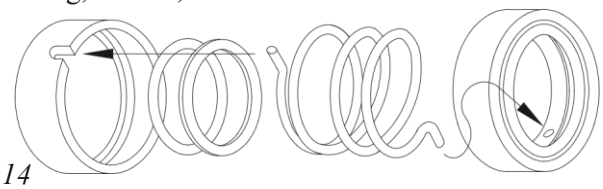

Figura 14
k) Em seguida, instale uma das extremidades da mola no selo rotativo, certificando-se de que a aba da mola esteja encaixada na fenda do selo rotativo. (*Observação:* para tamanhos de carcaça 254 e superiores, a extremidade maior da mola entra no selo rotativo — *Figura 14*).
l) Por fim, instale a aba da outra extremidade da mola do selo no orifício do driver frontal do selo (*Figura 14*). O conjunto do selo rotativo agora está pronto para ser instalado no eixo da bomba. (Observação: para bombas com selo 735, a extremidade maior da mola entra no selo rotativo.)